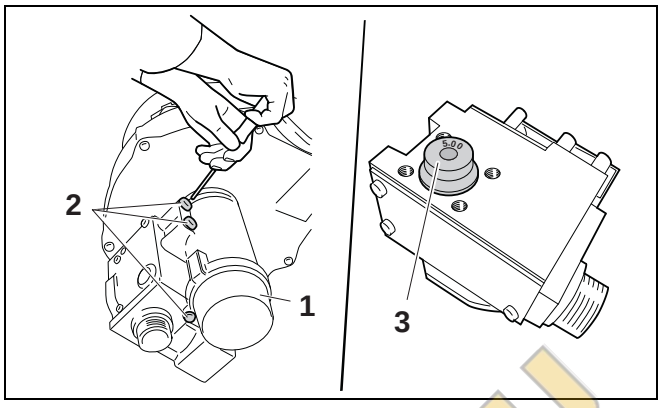

Рис. 40 Замена газовой форсунки
Переналадка на другой вид газа осуществляется заменой газовой форсунки (→ рис. 40, [3]) по таб. 8.
- Отверните три винта (→ рис. 40, [2]) и снимите газовую арматуру с сопла Вентури (→ рис. 40, [1]).
- Установите новые уплотнительные кольца с двух сторон газовой форсунки (→ рис. 40, [3]).